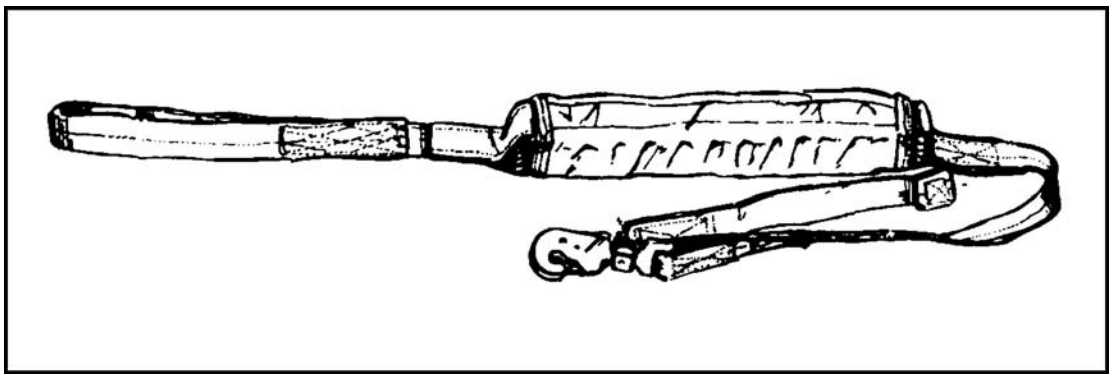

Figure 12-53. HPT lowering line stowed.
To attach the quick-release snap, the parachutist attaches it to the quick-release link that is routed through the D-ring. The opening gate should face away from the pack (Figure 12-53).
(1) S-fold the lowering line neatly on top of the web inside the retainer, ensuring that the ends are stacked evenly with the retainer flap outer edges. Secure the pile tab on the web located at the ejector snap end to hook extension on retainer.
(2) Fold the hook side of the flap tightly over the S-folded lowering line and, holding it firmly, fold the pile side of flap over and secure hook and pile together.
(3) Secure the pile extension on the flap retainer to the hook tab at the loop end of the lowering line (Figure 12-53).